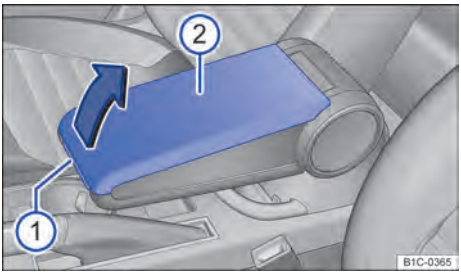

Fig. 96 No descansa-braço central: porta-objetos.
Para *abrir*, pressionar o botão ⇒ Fig. 96 ① e puxar a tampa ② para cima, no sentido da seta.